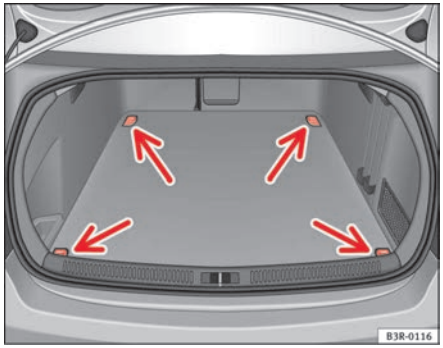

Fig. 115 Location of fastening rings in luggage compartment
– Use the fastening rings to secure the load ⇒ fig. 115 -arrows-.